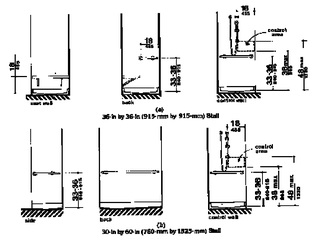
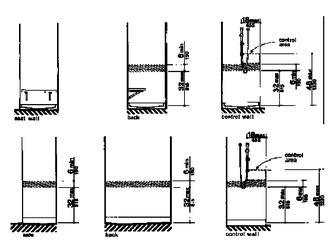

FIGURE 37
FIGURE 49
(3) GRAB BARS. STRUCTURAL REINFORCEMENT OR OTHER PROVISIONS THAT WILL ALLOW INSTALLATION OF GRAB BARS SHALL BE PROVIDED IN THE LOCATIONS SHOWN IN FIG 49. IF PROVIDED, GRAB BARS SHALL BE INSTALLED AS SHOWN IN FIG 37 AND SHALL COMPLY WITH 4.26.
(4) CONTROLS. FAUCETS AND OTHER CONTROLS SHALL BE LOCATED AS SHOWN IN FIG 37 AND SHALL COMPLY WITH 4.27.4. IN THE SHOWER STALL IN FIG 35(a), ALL CONTROLS, FAUCETS, AND THE SHOWER UNIT SHALL BE MOUNTED ON THE SIDE WALL OPPOSITE THE SEAT.
(5) SHOWER UNIT. A SHOWER SPRAY UNIT WITH A HOSE AT LEAST 60 IN LONG CAN BE USED AS A FIXED SHOWER HEAD AT VARIOUS HEIGHTS OR AS A HAND-HELD SHOWER SHALL BE PROVIDED.